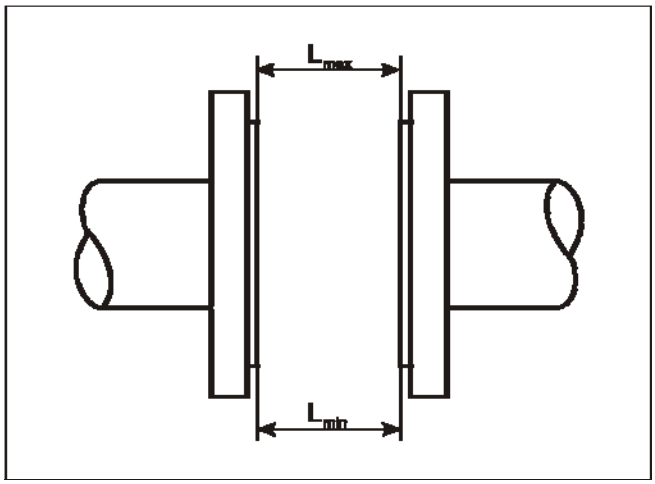

Рисунок 5 — Определение отклонения фланцев трубопровода от параллельности
2.2.2.3 Фланцы трубопроводов должны быть соосны и плоскопараллельны друг другу (рисунок 5), что достигается применением при сварке специального габаритного имитатора датчика расхода.
2.2.2.6 В случае необходимости демонтажа прилегающих прямолинейных участков, при обратном монтаже следует учитывать, что наибольшее допускаемое отклонение ответных фланцев на трубопроводе от параллельности должно определяться из неравенства Lmax – Lmin < 0,5 мм (рисунок 5).